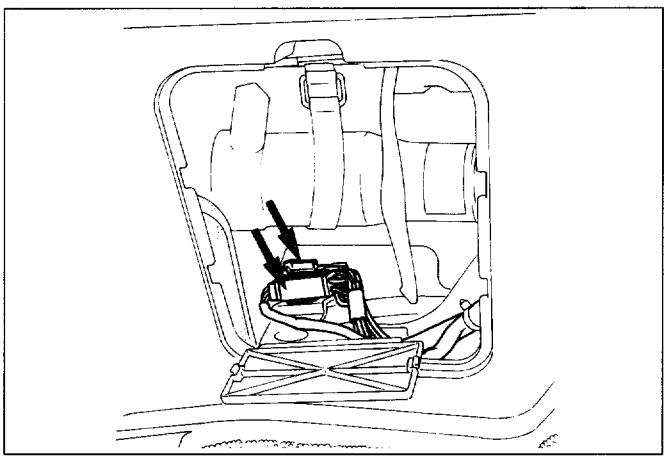

Fig. 10-141
1. **Rear combination light (LH)**
2. **Tailgate trim panel (LH)**
- Refer to "TAILGATE TRIM PANEL (LH)" in this section.
4. **Tailgate harness connection (Fig. 10-141)**